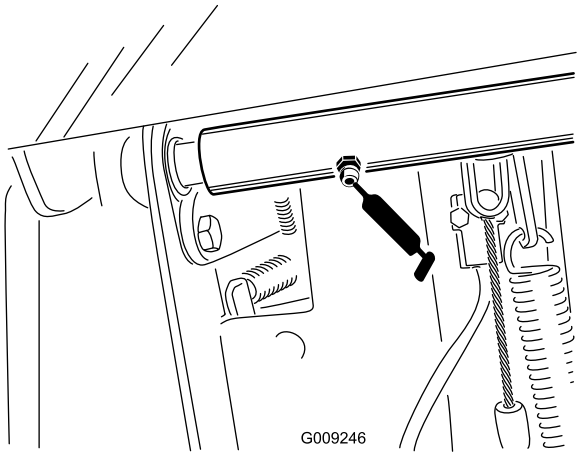

Figur 37
- Bromsaxelns svängtapplager (2) (Figur 37)